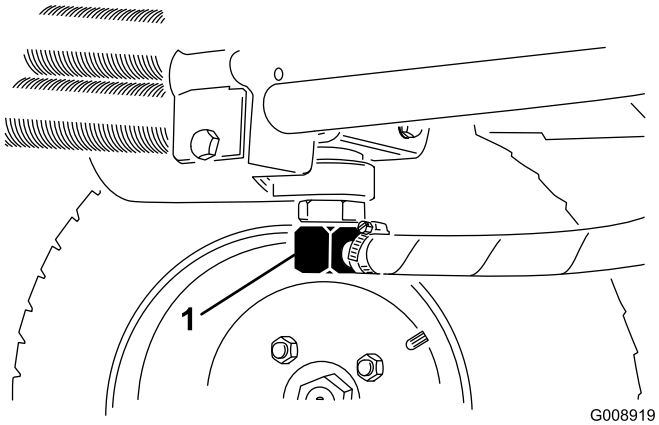
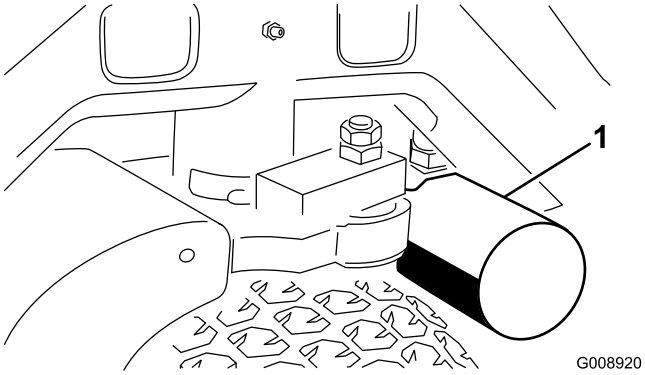

**Figur 75**
**Figur 76**
2. Frakobl hydraulikrøret (Figur 75), eller fjern hydraulikfilteret (Figur 76), og lad hydraulikolien løbe ned i en dræningsbakke.
4. Anbring en dræningsbakke under filteret (Figur 76), og fjern filteret.